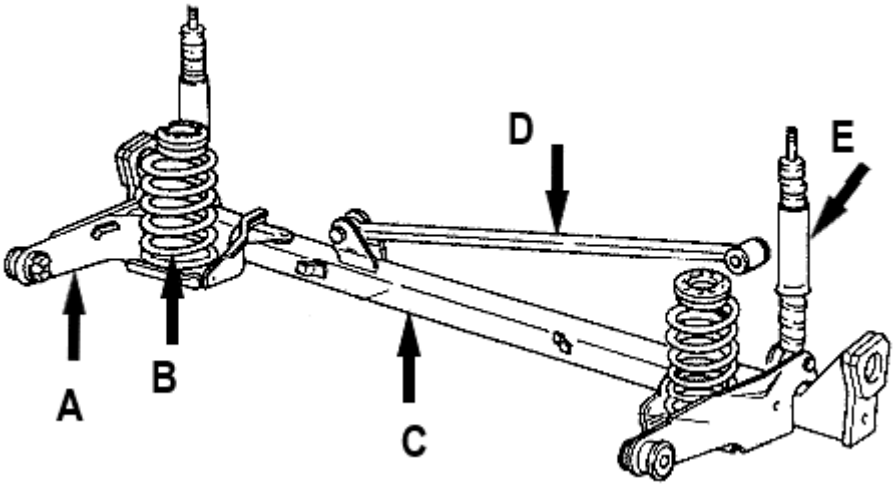

FIGURE 3 (5)
5.1 FIGURE 3 below shows a sketch of a rear axle of a motor vehicle. Name the parts labelled (A−E) in the ANSWER BOOK.